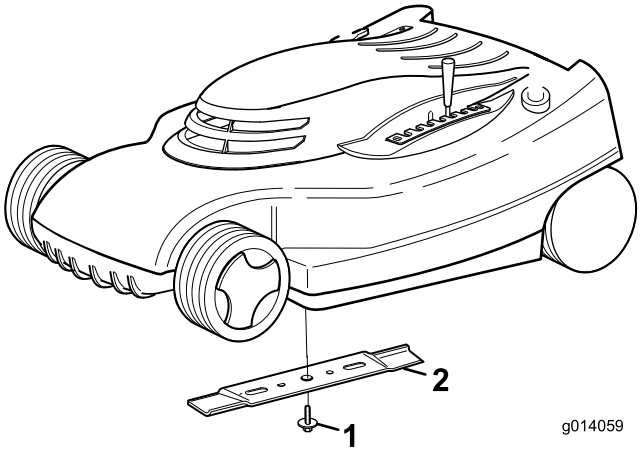

Figura 18
1. Afferrate l'estremità della lama (Figura 18) con un cencio o un guanto bene imbottito.